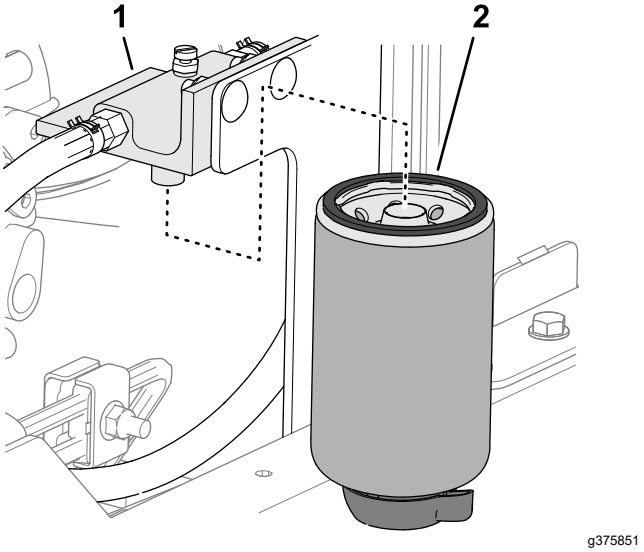

**Figuur 84**
2. Reinig de filterkop en de filterbus (Figuur 84).